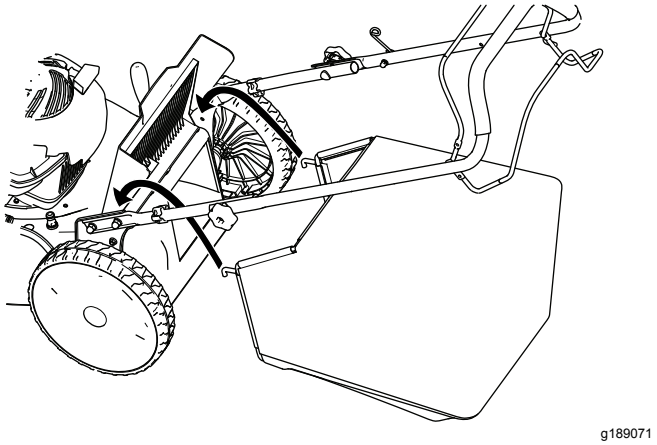

Figur 18
3. Monter gressposehåndtaket, og påse at pinnene hviler i hakkene på håndtaket (Figur 18).
1. Hev og hold oppe bakluken (Figur 18).